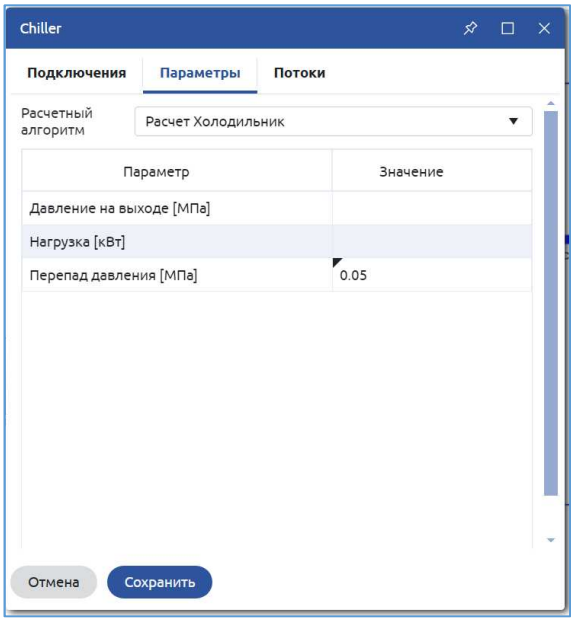

Рисунок 43. Холодильник Chiller. Параметры
7. Задаем значения перепада давления для холодильника Chiller (Рисунок 43).